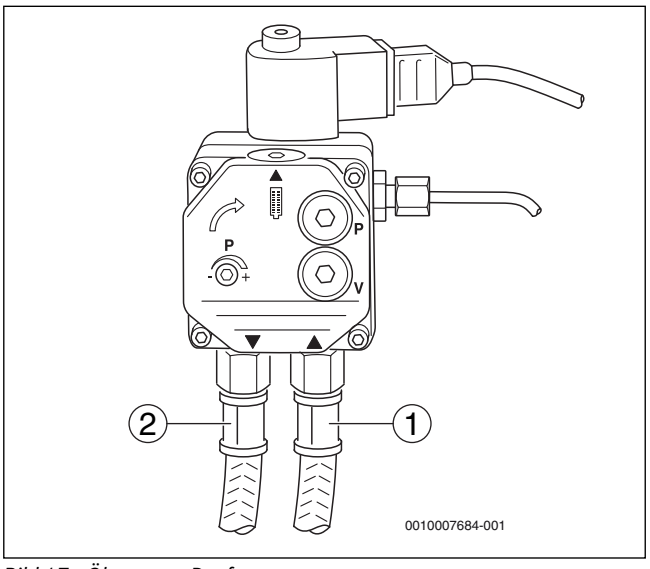

*Bild 17 Ölpumpe – Danfoss*
- ▶ Darauf achten, dass beim Anschließen der Ölversorgungseinrichtung Ölansaug- und Rücklaufleitung nicht vertauscht werden (→Bild 17 und 18).